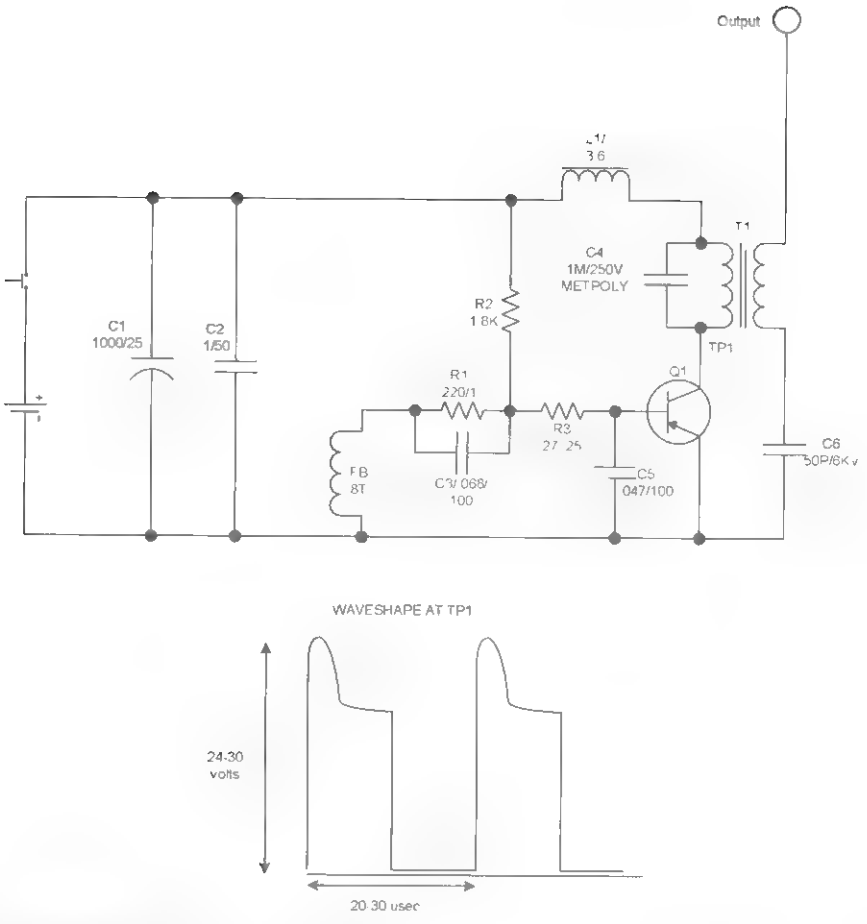

Figure 10-2 *Circuit schematic*
1. Assemble the driver module, as shown in Figures 10-2 and 10-3 in Chapter 10. Verify proper operation before using.
The circuit is a frequency, high-voltage oscillator that consists of transistor Q1 connected as a simple oscillator where its collector drives the primary winding PR1 of the resonant transformer T1. Feedback is obtained via a second winding (FB) and fed to the base of Q1 through a current-limiting resistor (R1). Resistor R2 biases Q1 into conduction and initiates the oscillation (see Figure 10-2).
1. Obtain a 12-volt DC source, preferably with a volt and ammeter. Leave the output leads as open circuit and apply power. Note a current draw of less than 250 milliamps. If you have a scope, observe the waveshape at the collector of Q1, as shown in Figure 10-2.